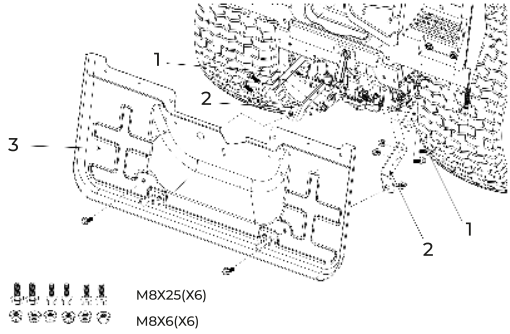

Рис. 7
6.6. Установка компонента I заднего экрана (рис. 7)
• Установите 2 кронштейна (рис. 7, поз 2) на раму (рис. 7, поз 1) с помощью 4 болтов (M8x25) и 4 гайки (M8).
• Установите заднюю панель (рис. 7, поз 3) на кронштейн с помощью 2 болтов (M8x25) и 2 гайки (M8).